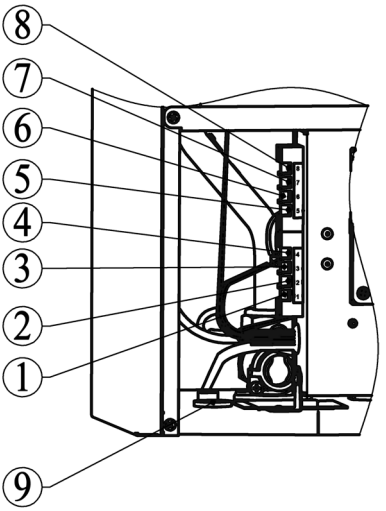

Рис. 11. Подключение дополнительных устройств
– удалить перемычку между клеммами 1 и 2 на колодке блока управления (рисунок 11);
– продеть двухпроводной кабель, идущий от термостата, через проходную муфту 9 в корпусе и подключите его к клеммам 1 и 2 (рисунок 11);
– продеть двухпроводной кабель, идущий от датчика, через проходную муфту 9 в корпусе и подсоедините его к клеммам 3 и 4 (рисунок 11);
– удалить перемычку между клеммами 1 и 2 (рисунок 11);
– продеть двухпроводной кабель, идущий от выносной панели, через проходную муфту 9 в корпусе и подключите его к клеммам 1 и 2 (рисунок 11);
– Продеть двухпроводной кабель, идущий от термостата БКН, через проходную муфту 9 в корпусе котла и подсоедините его к клеммам 5 и 6 (рис. 11);
– Продеть двухпроводной кабель, идущий от датчика температуры БКН, через проходную муфту 9 в корпусе котла и подсоедините его к клеммам 7 и 8 (рис. 11);